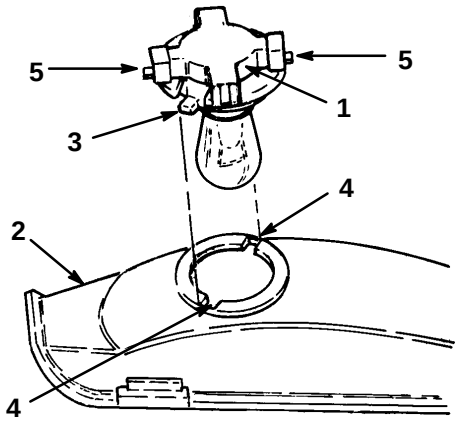

Figure 53
3. Dévisser l'embase d'un quart de tour vers la gauche et la retirer du réflecteur (Fig. 53).
2. L’embase de l’ampoule présente deux languettes (Fig. 53). Aligner ces languettes face aux rainures du réflecteur, insérer l’embase dans le réflecteur et la visser à fond d’un quart de tour vers la droite.